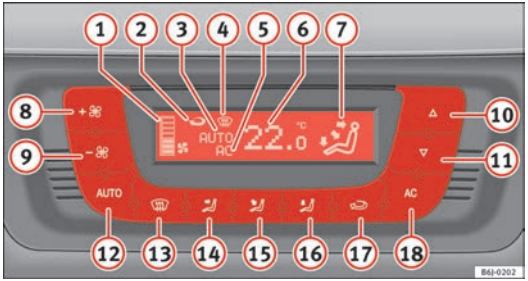

Fig. 91 Climatronic controls on the dash panel
– Press keys (10) and (11) ⇒ fig. 91 to adjust temperature.
(1) Blower level indicator.
(2) Air recirculation display:
(3) Display **AUTO** (Automatic operation)
(4) Demisting indicator
(5) AC indicator (Cooling connected)
(6) Interior temperature indicator selected
(7) Air flow direction indicator
(8) Fan speed increase
(9) Fan speed decrease
– Press the button AUTO. The indication ⇒ page 123, fig. 91 (7) is visible.
– Press keys (10) and (11) ⇒ page 123, fig. 91 to adjust the desired temperature inside the vehicle. We recommend you adjust the temperature to 22°C (72°F).
– Press one of the buttons ⇒ page 123, fig. 91 (14) to (16) or press the blower control (8) and (9) down. The indicator is switched off (3).
The blower can be adjusted with buttons (8) and (9) ⇒ page 123, fig. 91. If the blower is off (level (1) is not shown on the screen) and button (9) is kept pressed down, the Climatronic switches off. Then **OFF** is displayed on the screen.
– Press the button [illegible] to switch air recirculation mode on or off. This is ON if the symbol [illegible] ⇒ page 123, fig. 91 is displayed on the screen.